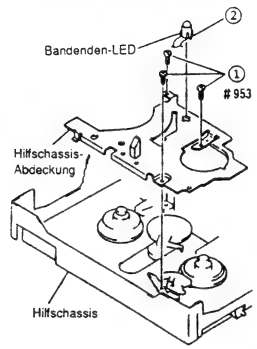

Abb. 2-44
1) Drei (3) Befestigungsschrauben der Hilfschassis-Abdeckung entfernen (siehe Abb. 2-44).
2) Eine (1) Lasche freigeben und die Bandenden-LED von der Hilfschassis-Abdeckung abnehmen.